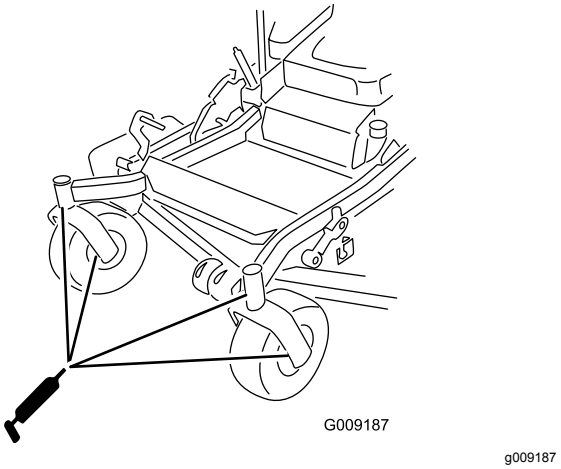

Figuur 50
12. Plaats de zeskantige plug en de stofkap (Figuur 50).
13. Smeer de lagers van de zwenkwielen (Figuur 50).